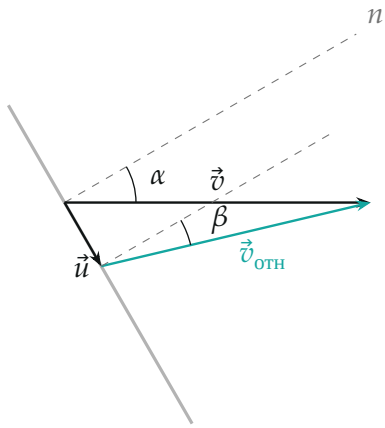

Рис. 2. Треугольник скоростей: $\vec{v}_{отн} = \vec{v} - \vec{u}$; угол β — между $\vec{v}_{отн}$ и нормалью n к перекладине (построено для $u = 0{,}36$ м/с)
Её проекции (рис. 2): на ось n — $v\cos\alpha$ (вектор $\vec{u}$ на n не проецируется), на ось τ — $v\sin\alpha - u$. Угол β между $\vec{v}_{\text{отн}}$ и нормалью:
рить (2): по треугольнику рис. 2 при $u = 0{,}36$ м/с $\operatorname{tg}\beta = \dfrac{0{,}75 - 0{,}36}{1{,}299} = 0{,}30 = \mu_2$ — совпадает.